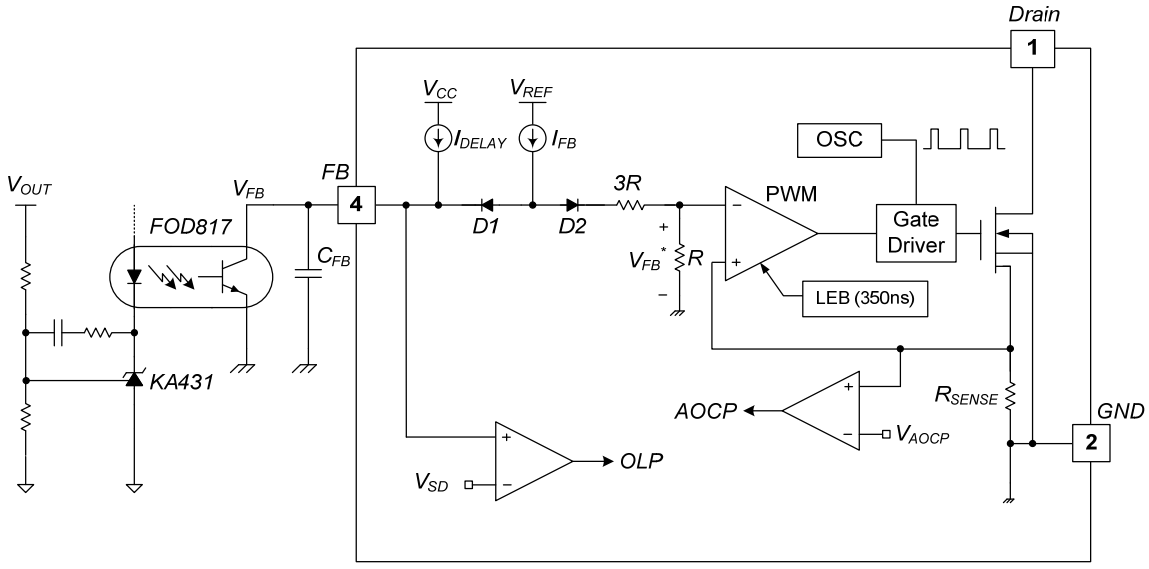

Figure 18. Pulse Width Modulation Circuit
3. Feedback Control: This device employs Current-Mode control, as shown in Figure 18. An opto-coupler (such as the FOD817) and shunt regulator (such as the KA431) are typically used to implement the feedback network. Comparing the feedback voltage with the voltage across the R_{SENSE} resistor makes it possible to control the switching duty cycle. When the reference pin voltage of the shunt regulator exceeds the internal reference voltage of 2.5V, the opto-coupler LED current increases, pulling down the feedback voltage and reducing drain current. This typically occurs when the input voltage is increased or the output load is decreased.
3.1 Pulse-by-Pulse Current Limit: Because Current-Mode control is employed, the peak current through the SenseFET is limited by the inverting input of PWM comparator (V_{FB}*), as shown in Figure 18. Assuming that the 90μA current source flows only through the internal resistor (3R + R =27kΩ), the cathode voltage of diode D2 is about 2.4V. Since D1 is blocked when the feedback voltage (V_{FB}) exceeds 2.4V, the maximum voltage of the cathode of D2 is clamped at this voltage. Therefore, the peak value of the current through the SenseFET is limited.